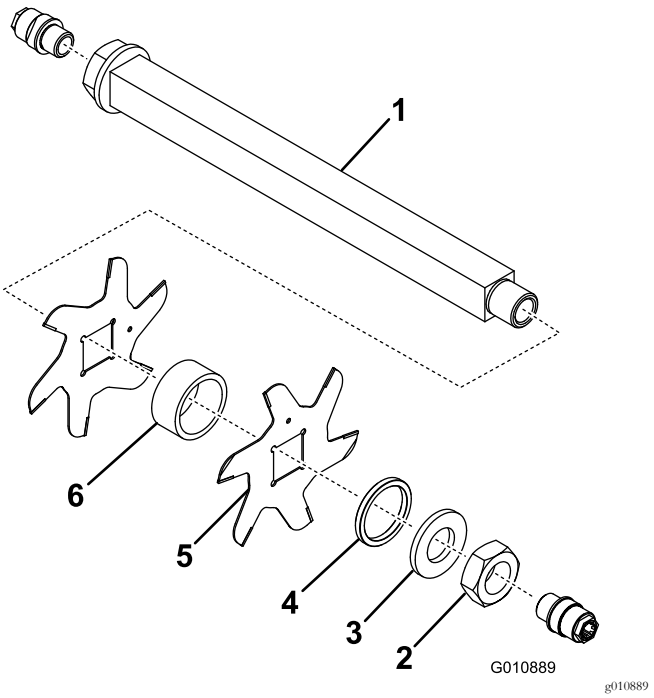

Figura 17
3. Rimuovete il distanziatore piccolo, la rondella, le lame e i distanziatori grandi. Pulite e lubrificate l'albero a sezione quadrata con uno strato sottile di grasso per agevolare l'assemblaggio (Figura 17).